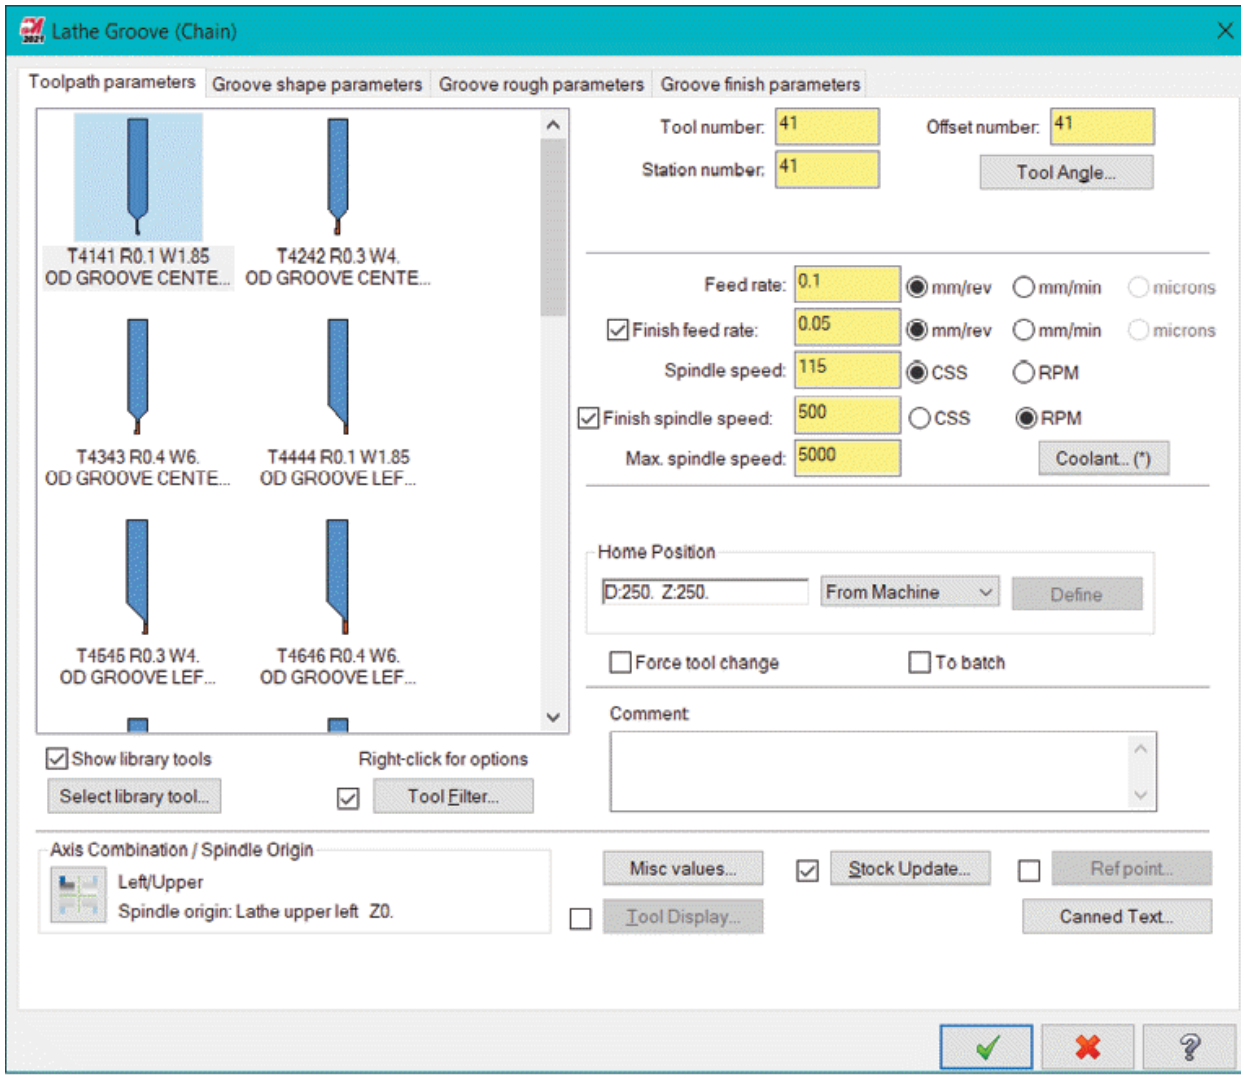

Figure-63. Lathe Groove Properties dialog box
- Select desired entities and then click on the **OK** button from the dialog box. The **Lathe Groove** dialog box will be displayed, refer to Figure-63.